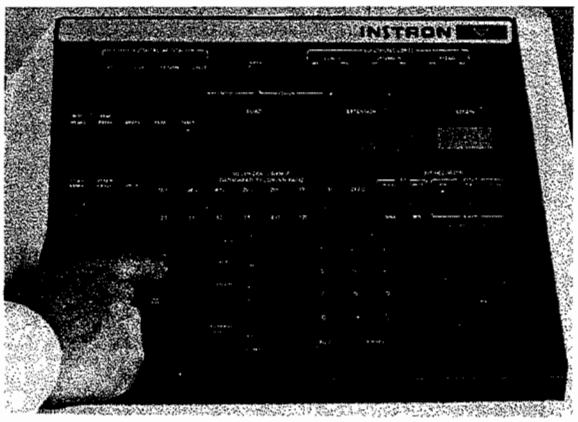

Figure 7-1. Balancing Load System
a. Press LOAD BAL key (Figure 7-1). LOAD BAL lamp lights.